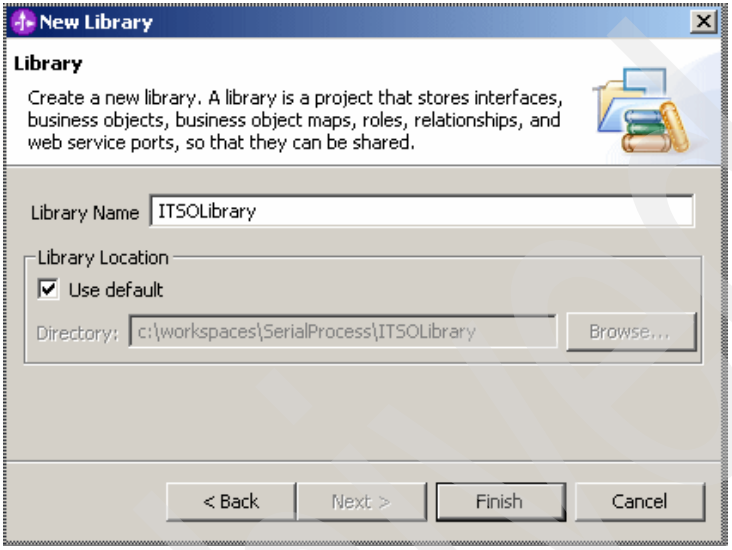

Figure 10-10 New Library panel
c. In the New Library panel (Figure 10-10), complete these steps: